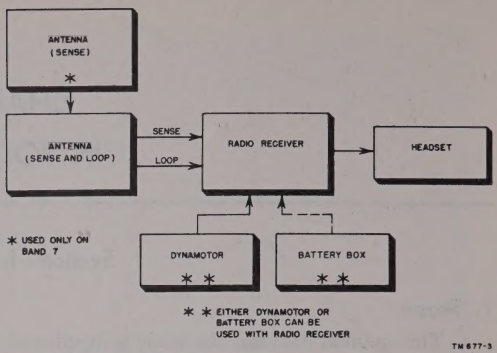

Figure 3. Direction Finder Set AN/PRD–1, simplified block diagram.
b. The functioning of the equipment is shown by the simplified block diagram (fig. 3). The radio-frequency (rf) signal is picked up by Antenna AS–536/PRD–1 (Antenna AT–301/PRD–1